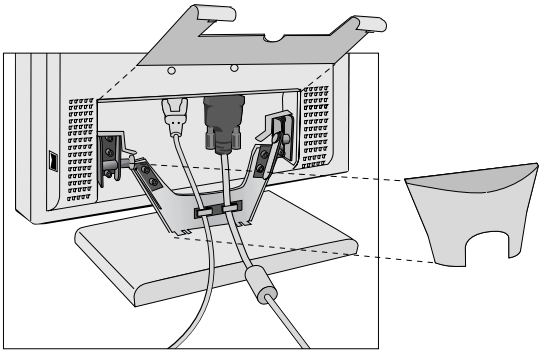

Rysunek R.1
1. Usuń pokrywę złącza i pokrywę przewodu (**Rysunek R.1**).